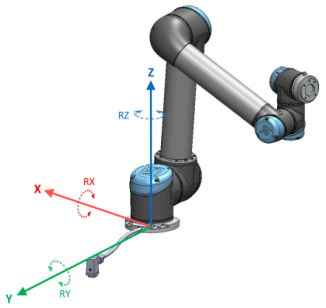

Figure 13.1: 基部のフィーチャー
- 基部フィーチャー: ロボット基部中心に位置 (図13.1参照)